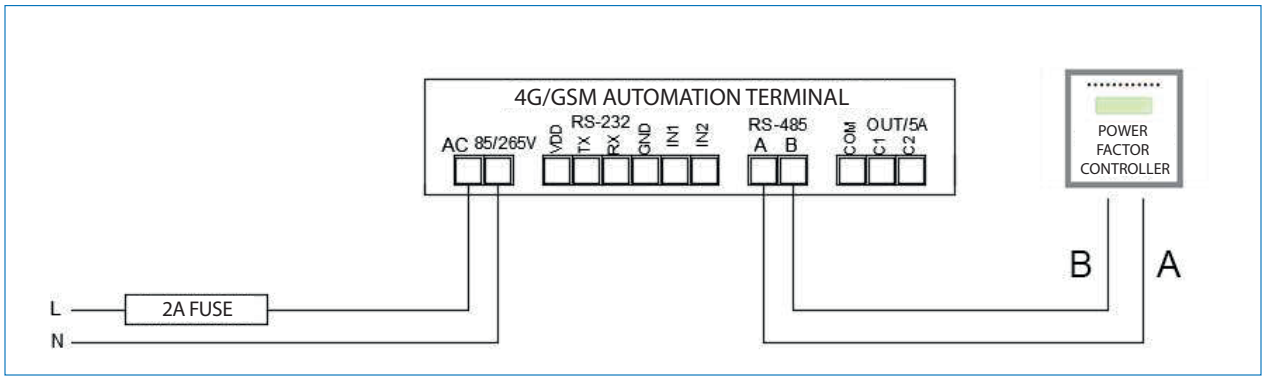

Figure 4.1
d. Modbus Device (PFC, Analyzer, etc.) / RS-485: (Figures 4.1 and 4.2)